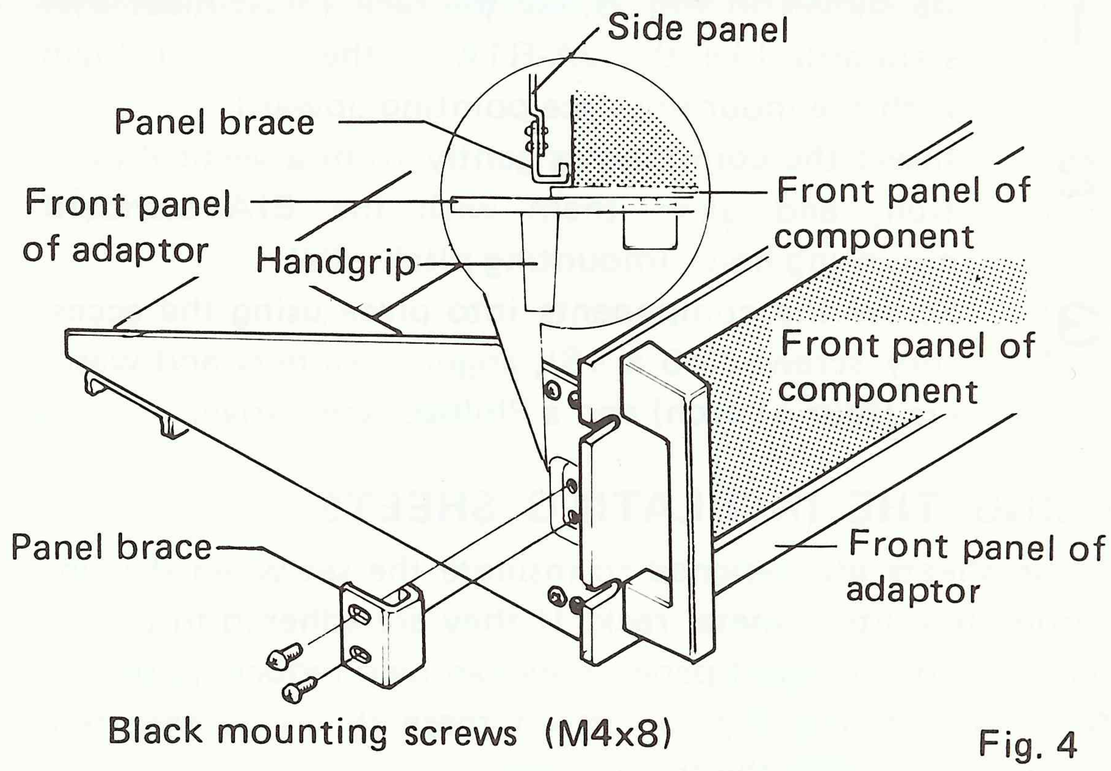

Fig. 4
1. Slide the component into the adaptor as shown in Fig. 4.